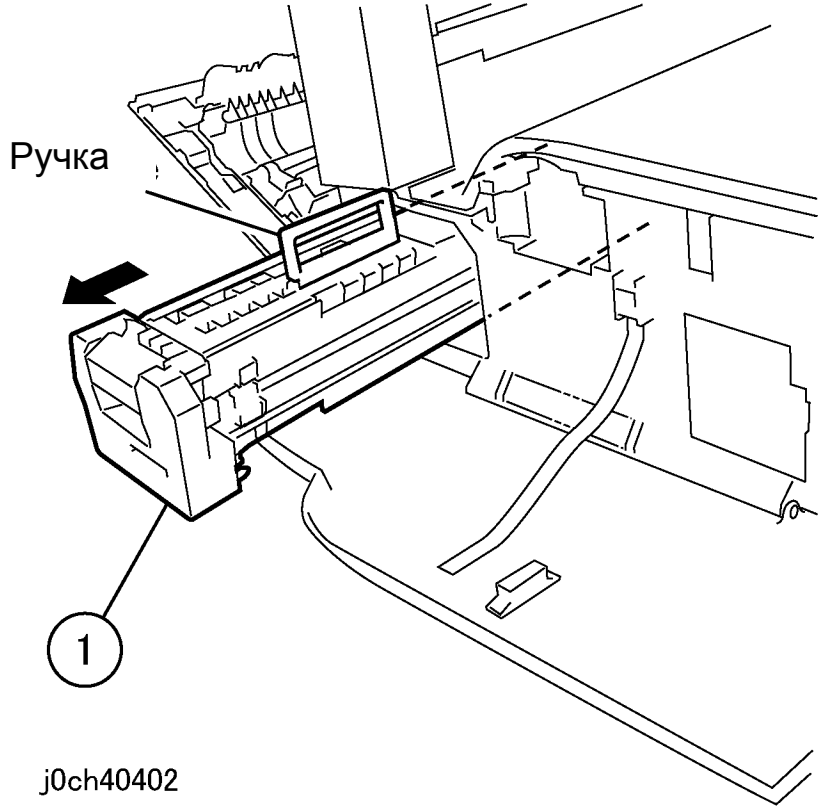

Рисунок 1 Снятие принт-картриджа (j0st40402)
3. Выньте принт-картридж (рисунок 1).